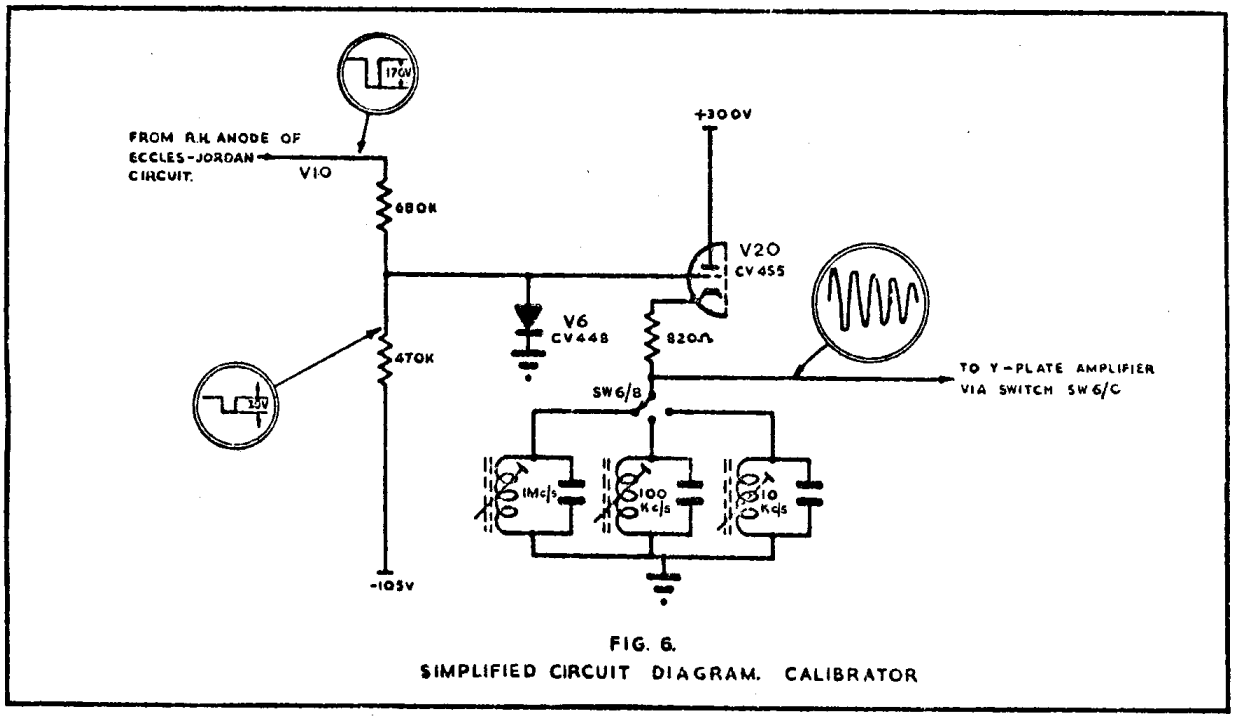

FIG. 6.
5.1 Reference should be made to the simplified circuit diagram, Fig. 6, and the complete circuit diagram, Fig. 8.